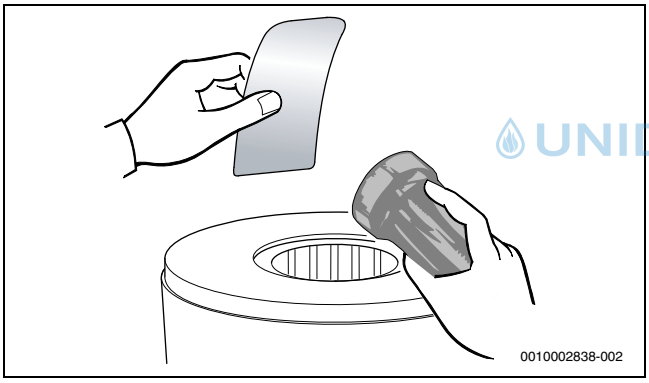

Bild 74 Wärmeblock auf Rückstände prüfen
▶ Wärmeblock erneut auf Rückstände prüfen (→ Bild 74).